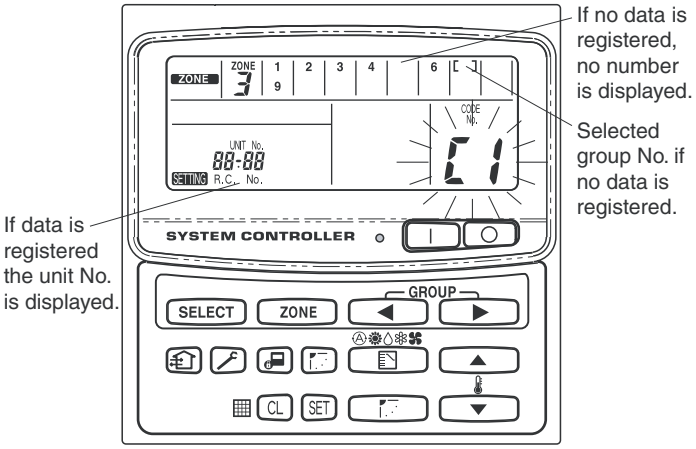

Fig. 3-4-17
(2) After confirming that CODE No. C1 is displayed, press the [SET] button. Once in this mode, a change takes place as Fig. 3-4-17.
(3) Select the zone and group No. which you want to set with [ZONE] and [◀] [▶] (GROUP) buttons.